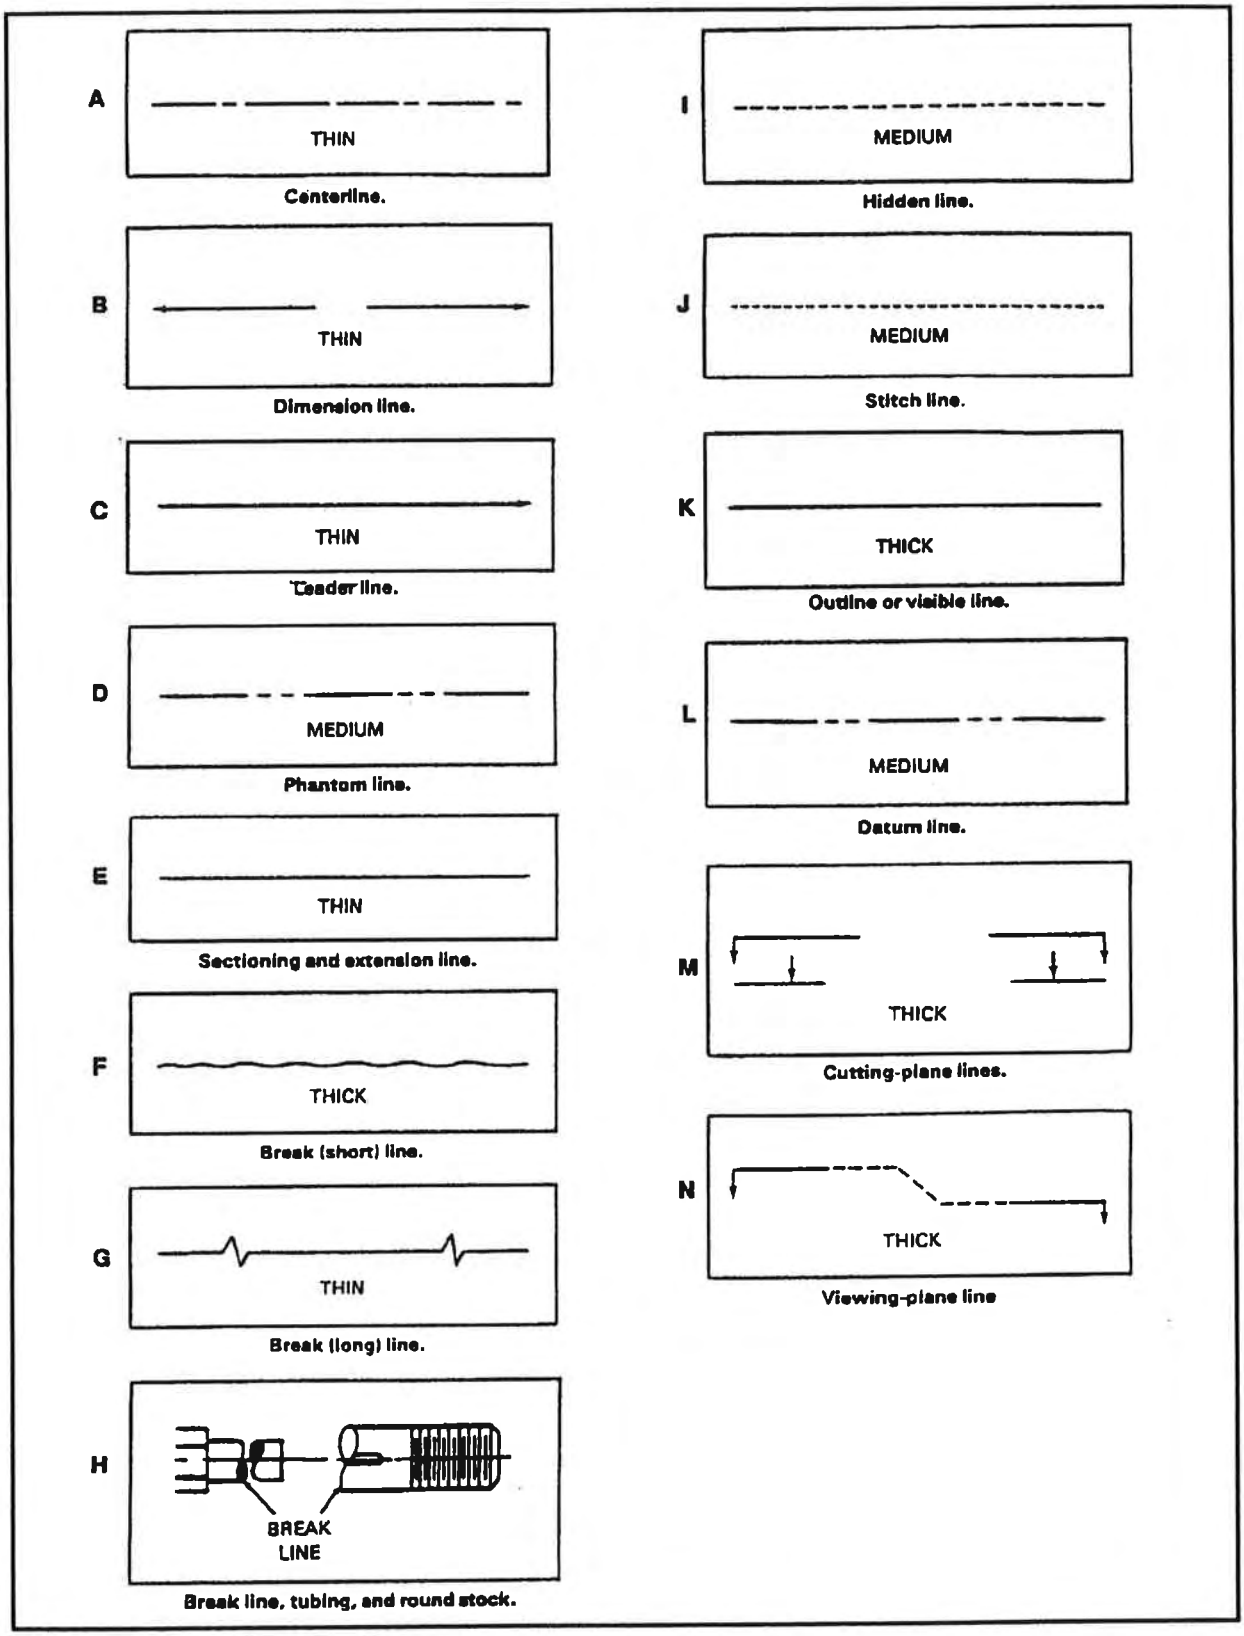
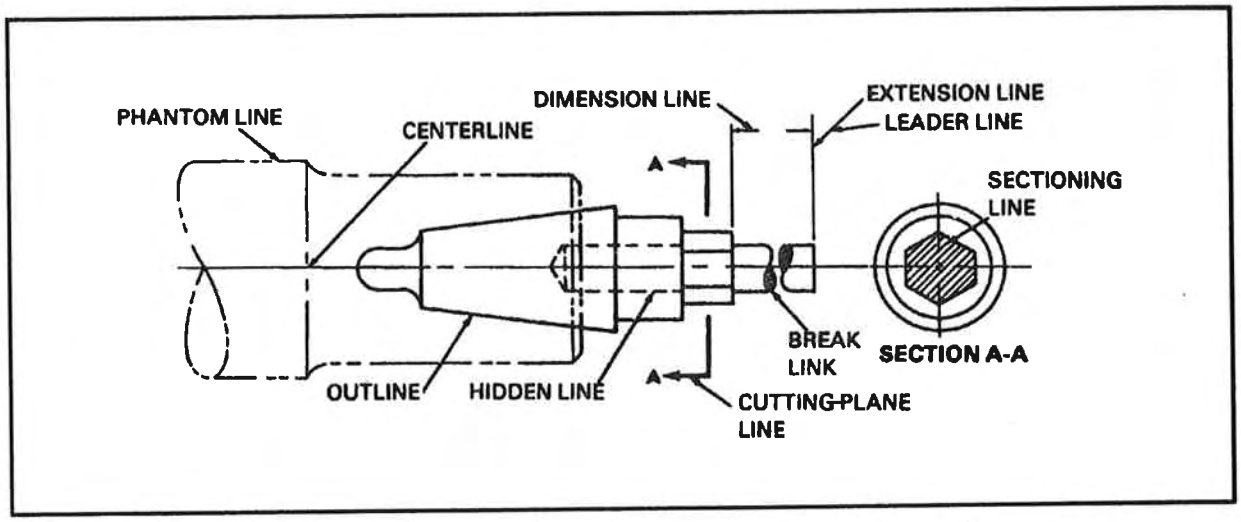
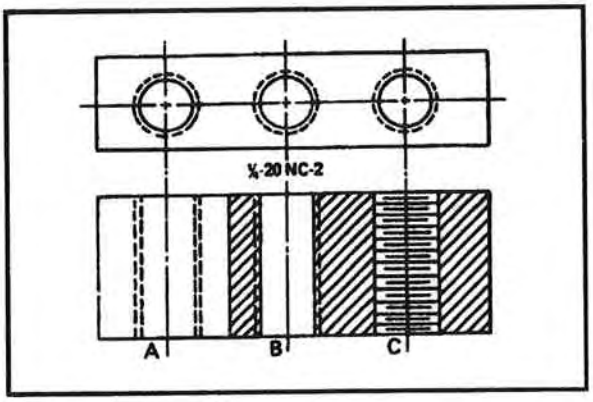

Figure 4-3. Lines used in engineering drawings
Figure 4-4. Examples of lines used in a drawing
Figure 4-5. Internal threads
The ability to read this or any other printed page depends on the reader's skill in recognizing letters of the alphabet and knowing how these letters are used to build words and sentences. In the same way, a repairer's ability to read drawings and blueprints depends on the ability to recognize specific lines and interpret their meaning in relation to objects. Because these lines are so fundamentally important, they are known as the alphabet of lines. Refer to Figure 4-3 (A through N) for illustrations of these lines. Refer to Figure 4-4 for examples of these lines used in a drawing.
Threads are indicated on a drawing in various ways. Figure 4-5 (A) shows a thread profile; (B), a thread profile in section; and (C), how threads are represented in a blueprint. To save time, a draftsperson uses symbols when objects are not drawn to scale. Dimensions are given for the length of the threaded part, but other necessary information appears in a note which in this figure is 1/4-20NC-2:
may also be shown by several kinds of symbols. Here again, threads need not be shown when a symbol will do just as well. Holes A and B will have the same threads as hole C, as indicated by the note in Figure 4-4. The threads shown in Figure 4-5 may be screwed into these threaded holes. The symbol on each one indicates that the threads are exactly the same. Threads may be shown in sections, especially in assembly views.